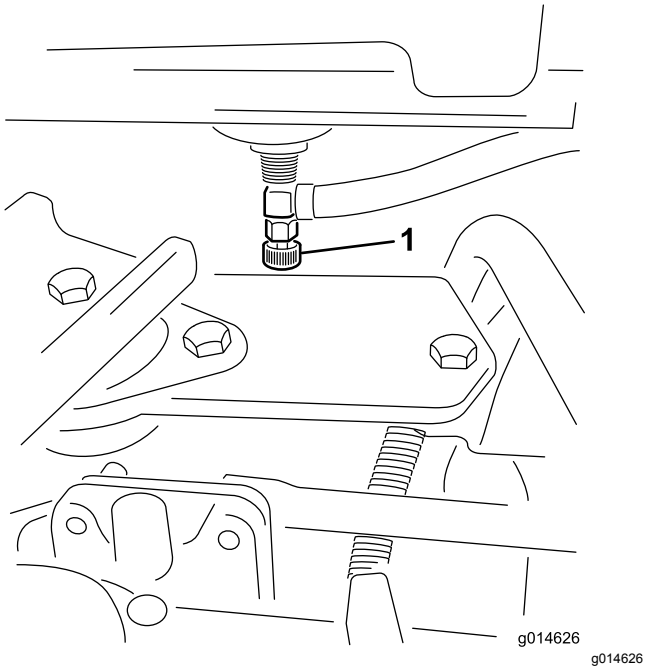

Rysunek 48
1. Zamknij zawór odcinający paliwo (Rysunek 48) znajdujący się pod zbiornikiem paliwa.